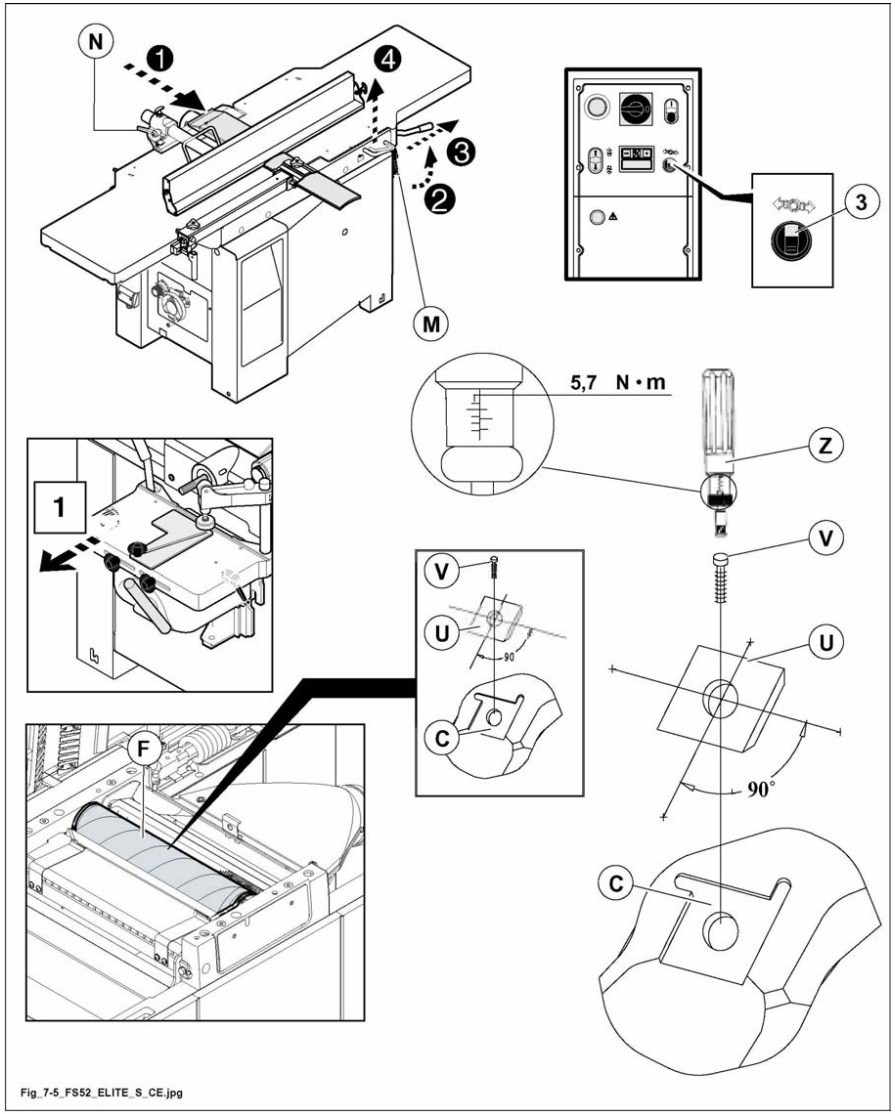

Fig. 7.5
loosen handle (N fig.7.5)and move the fence totally forwards; tighten handle (N fig.7.5).
- Loosen handle (M fig.7.5).
- Turn selector (3 fig. 7.5) to (brake release).
- Rotate the planer (F fig. 7.5) to move the tip being replaced in a more accessible position.
Loosen securing screw (V fig. 7.5) and extract tip-tool (U fig. 7.5).
Clean rest surface (C fig. 7.5) to prevent any dust from being accumulated.
Insert the securing screw (V fig. 7.5) and use a dynometric key (Z fig. 7.5) to tighten it.
- Turn selector (3 fig. 7.5) to (brake locking).